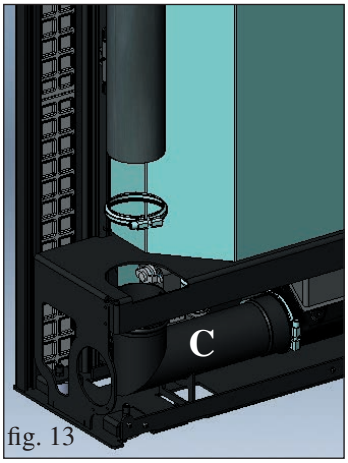

fig. 13
Replacer le couvercle (H) et insérer le tuyau de sortie des fumées (non fourni) par le haut en l'enfilant sur le coude de raccord (C -fig. 13/14) au moyen du collier fourni.